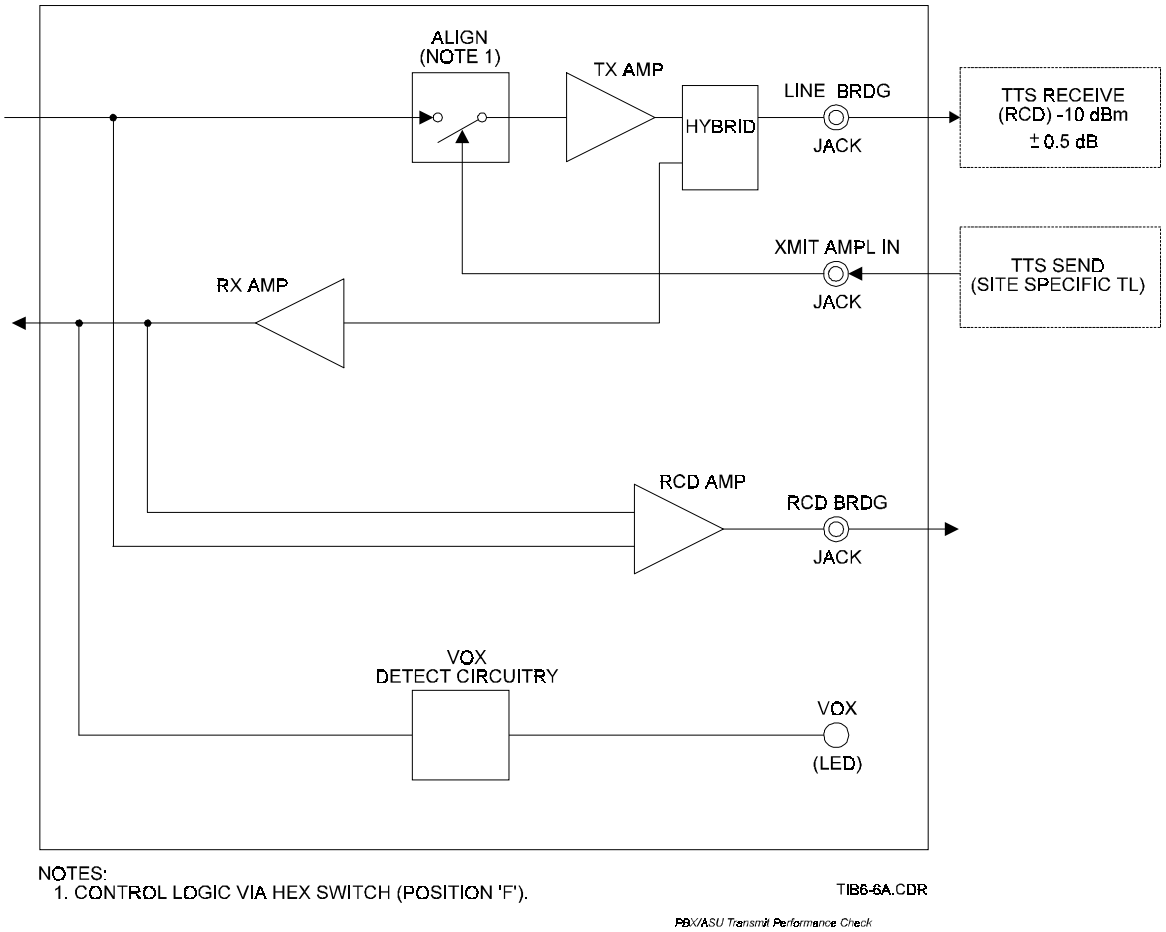
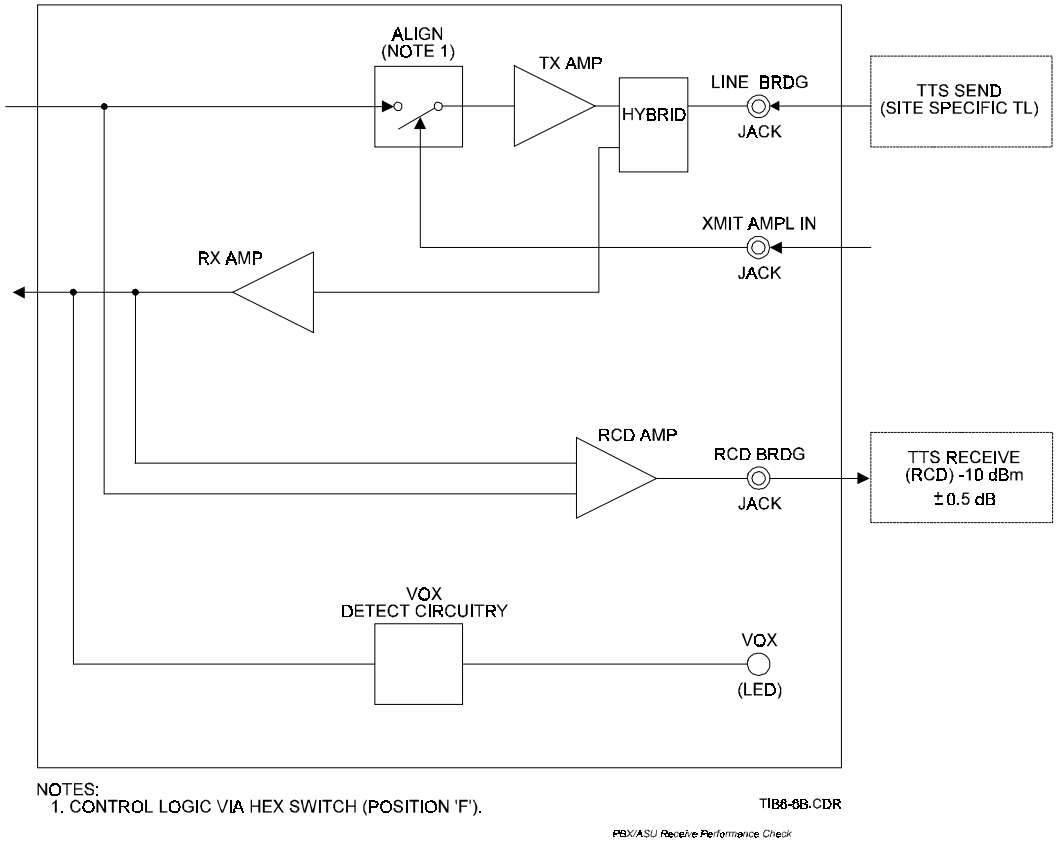

***Figure 6-6a. PBX Interface (2-Wire) Performance Check Block Diagram (Transmit Path)***
***Figure 6-6b. PBX Interface (2-Wire) Performance Check Block Diagram (Receive Path)***
**Figure 6-6a** presents a simplified diagram covering the transmit path of the performance check; **Figure 6-6b** provides a similar diagram for the receive path.